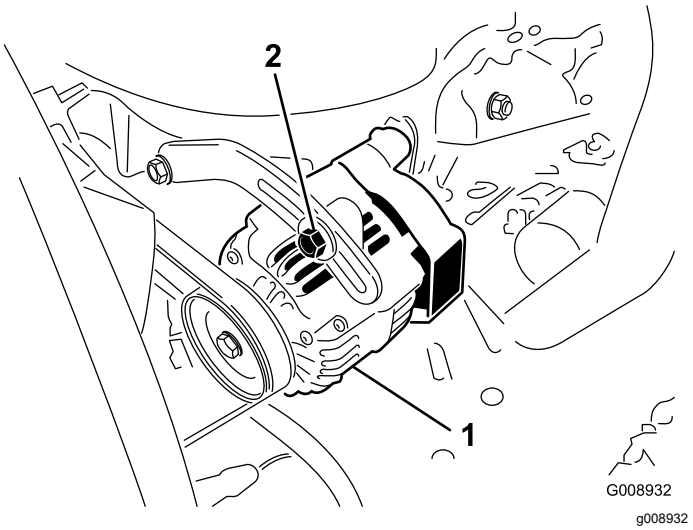

Figur 46
2. Om nedböjningen inte är 10 mm lossar du generatorns fästbultar (Figur 46).